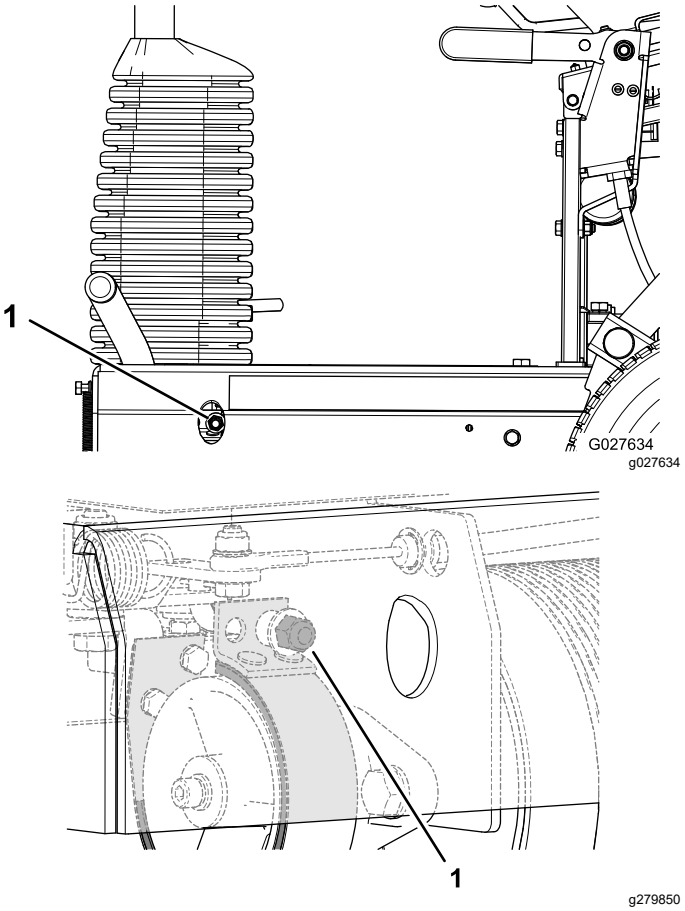

**Figur 35**
- Öka bromskraften genom att vrida bromsens låsmutter medurs (Figur 35).
- Minska bromskraften genom att vrida bromsens låsmutter moturs (Figur 35).